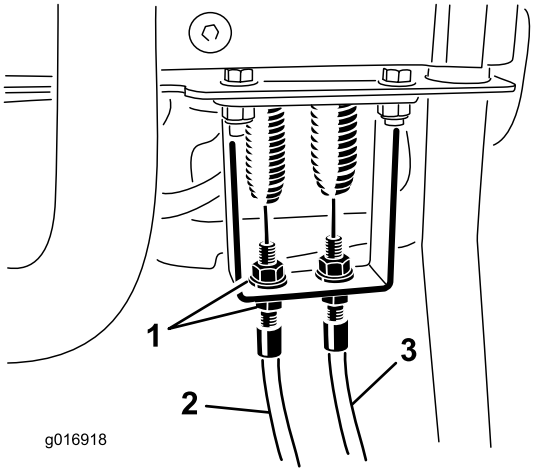
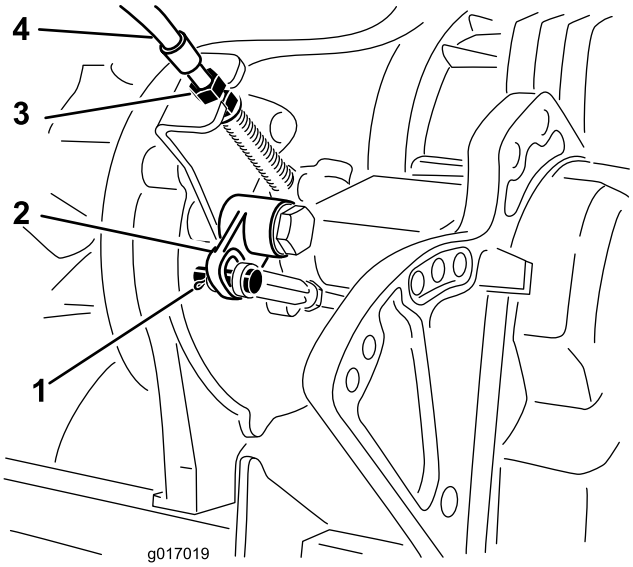

Figuur 45
Figuur 46
2. Controleer aan de trekveer of er speling is op de kabel van de tractiebediening (Figuur 45). Als dat het geval is, stel dan de contramoeren aan het tussenschot af (Figuur 46) om de speling van de kabel te halen zonder de veer uit te rekken.
4. Verwijder de borgpen en de gaffelpen waarmee de gaffel van de stang van de haakse hefboom bevestigd is aan de haakse hefboom. Maak de gaffel los van de haakse hefboom (Figuur 46).
7. Aan het schot van de transmissie (Figuur 46), stelt u de contramoeren van de kabel af om de afstand tot de haakse hefboom te verkleinen en de voorgaande afstelling te compenseren.
8. Stel de kabel van het schot van het bedieningspaneel af om de kabelcontramoeren af te stellen en eventuele kabelspeling weg te nemen zonder de veer uit te rekken (Figuur 45).
3. Zet bij het schot van de bedieningshendel de kabel voor de messenkooibediening los tot er speling op de kabel is (Figuur 45).